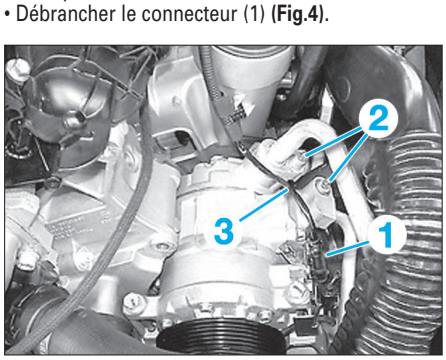

Fig. 4
• Débrancher le connecteur (1) **(Fig.4)**.
- Veiller au cheminement correct des câbles (3) **(Fig.4)**.